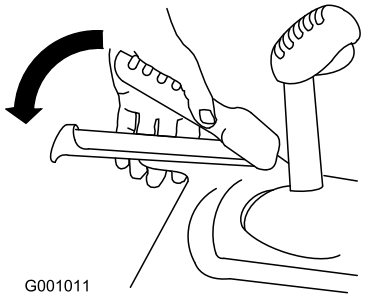

Figur 21
3. Pressa ned det vänstra reglaget (drivningsreglaget) till handtaget (Figur 21).
6. Pressa ned det vänstra reglaget (drivningsreglaget) till handtaget (Figur 21).